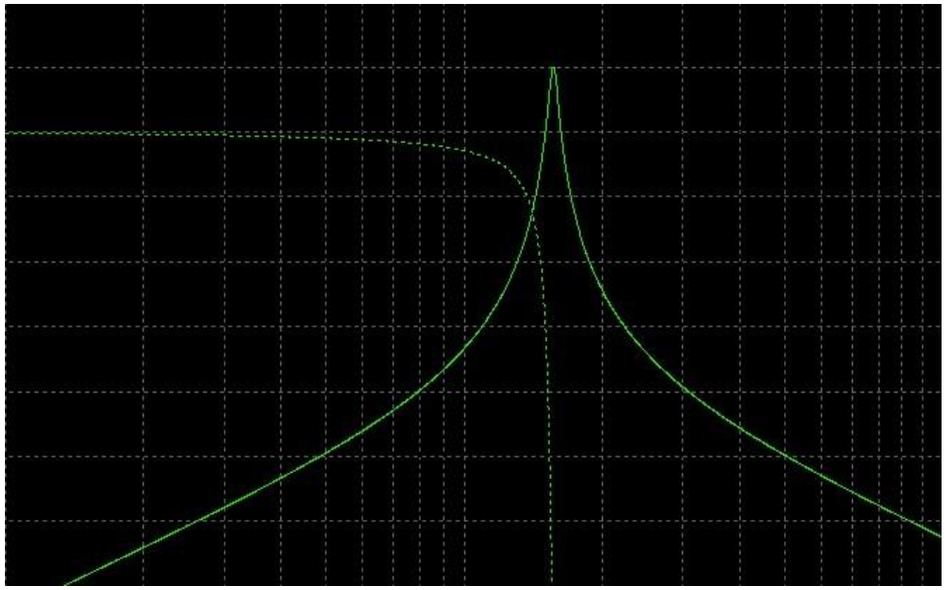

Figure 2: The shape of the frequency response of a resonant circuit.
5. Does your simulated frequency response look similar to the one shown in Fig. 2? Do your measurements of resonant frequency agree with your calculations?
7. How many points are necessary to get a transfer function as smooth as the one shown in Fig. 2? How many points are necessary to get agreement between your calculated and measured values of resonance?